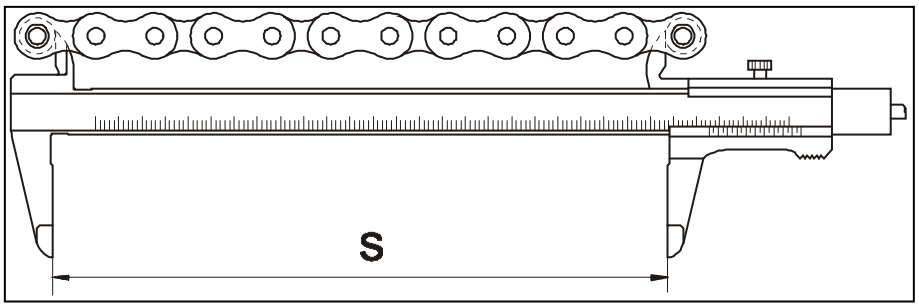

Bild 21 Verschleißmessung Kettenantrieb
- Alle Wartungsarbeiten wie nach 30 Betriebsstunden, darüber hinaus müssen die Ketten (35) und Kettenräder (37) auf Verschleiß überprüft und bei Bedarf erneuert werden (siehe Bild 21: Kettenantrieb / Sprühdüsen).
(Siehe Bild 21: Kettenantrieb / Sprühdüsen)
(siehe Bild 21: Kettenantrieb / Sprühdüsen)